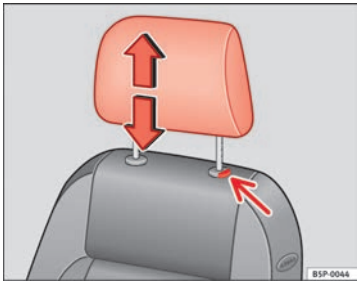

Fig. 91 Poggiatesta: regolazione dell'altezza oppure smontaggio
– Premere il tasto ⇒ fig. 91 (freccia).